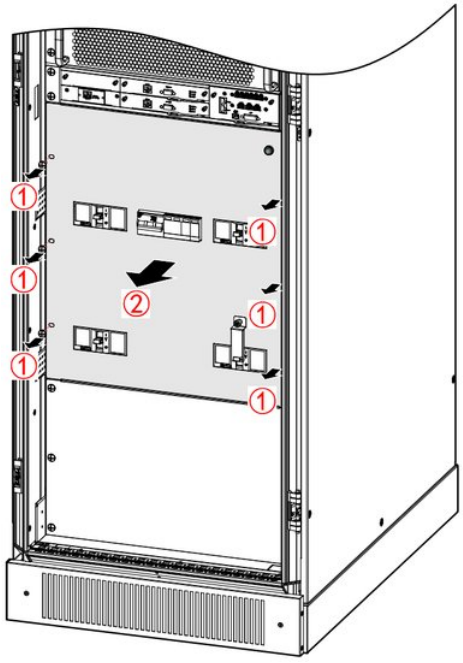

FIGURA 3-18 Rimozione della piastra dello scaricatore di sovratensione
1. Rimuovere la piastra dello scaricatore di sovratensione, come mostrato nella Figura 3-18.